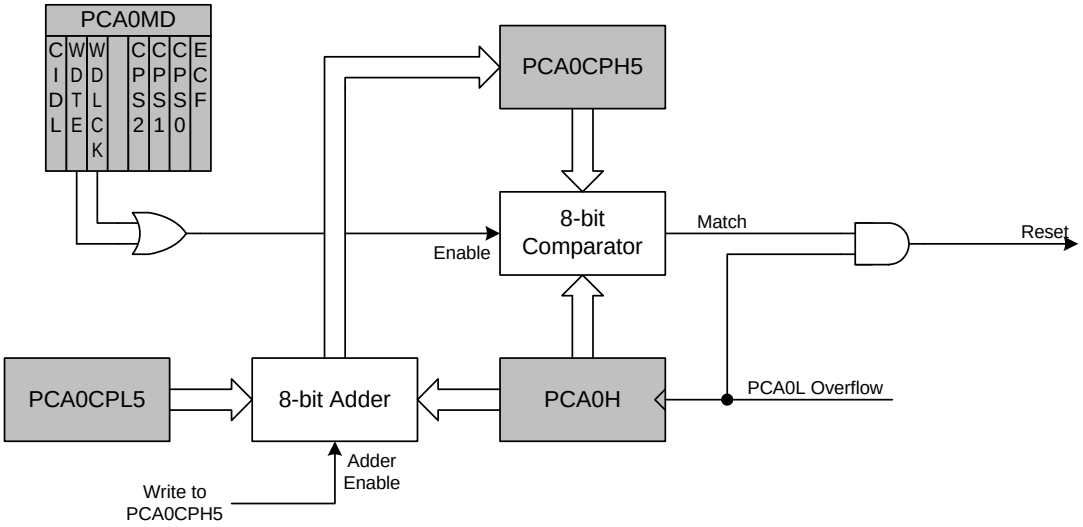

**Figure 25.10. PCA Module 5 with Watchdog Timer Enabled**
While the WDT is enabled, writes to the CR bit will not change the PCA counter state; the counter will run until the WDT is disabled. The PCA counter run control (CR) will read zero if the WDT is enabled but user software has not enabled the PCA counter. If a match occurs between PCA0CPH5 and PCA0H while the WDT is enabled, a reset will be generated. To prevent a WDT reset, the WDT may be updated with a write of any value to PCA0CPH5. Upon a PCA0CPH5 write, PCA0H plus the offset held in PCA0CPL5 is loaded into PCA0CPH5 (See Figure 25.10).